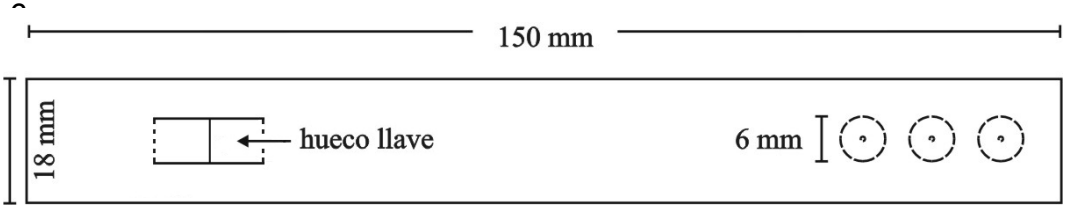

Figura 3. Plantilla tamaño natural para las perforaciones del cable canal.
- En la plantilla de la Figura 3 está marcado el contorno del cuerpo de una llave común de tres puntos. Verifica si la tuya tiene las mismas medidas. En caso contrario corrígelas, teniendo cuidado de dejar el rectángulo bien centrado sobre el eje medio horizontal de la plantilla.
- Usando la plantilla de la Figura 3, marca en el cuerpo del cablecanal el centro de los agujeros donde se montarán los díodos luminiscentes. Verifica que las marcas queden bien alineadas sobre el eje medio longitudinal de la tapa.
- La llave de 3 puntos ya debe estar fijada en el agujero del cuerpo principal del cablecanal, sujeta con tornillitos o con resina epoxi, como se indicó antes. Conecta el extremo hembra del cable negro de 10 cm al terminal **0** de la llave. Pasa luego hacia afuera su extremo macho a través del agujero circular del cuerpo del cablecanal (mira la Figura 3) para su posterior conexión a la caja de pilas.